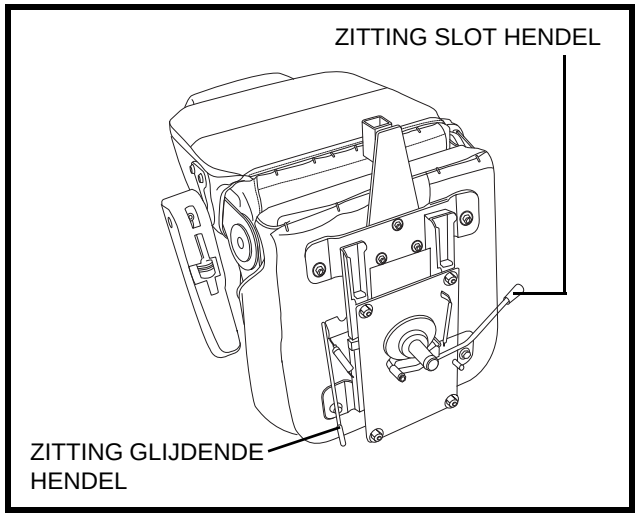

**Figuur 18. Zitting Verstelling**
1. Druk naar voren op de zitting slot hendel om de zitting te ontsluiten. **Zie figuur 18**.
1. Beweeg de zitting glijdende hendel naar buiten. **Zie figuur 18**.